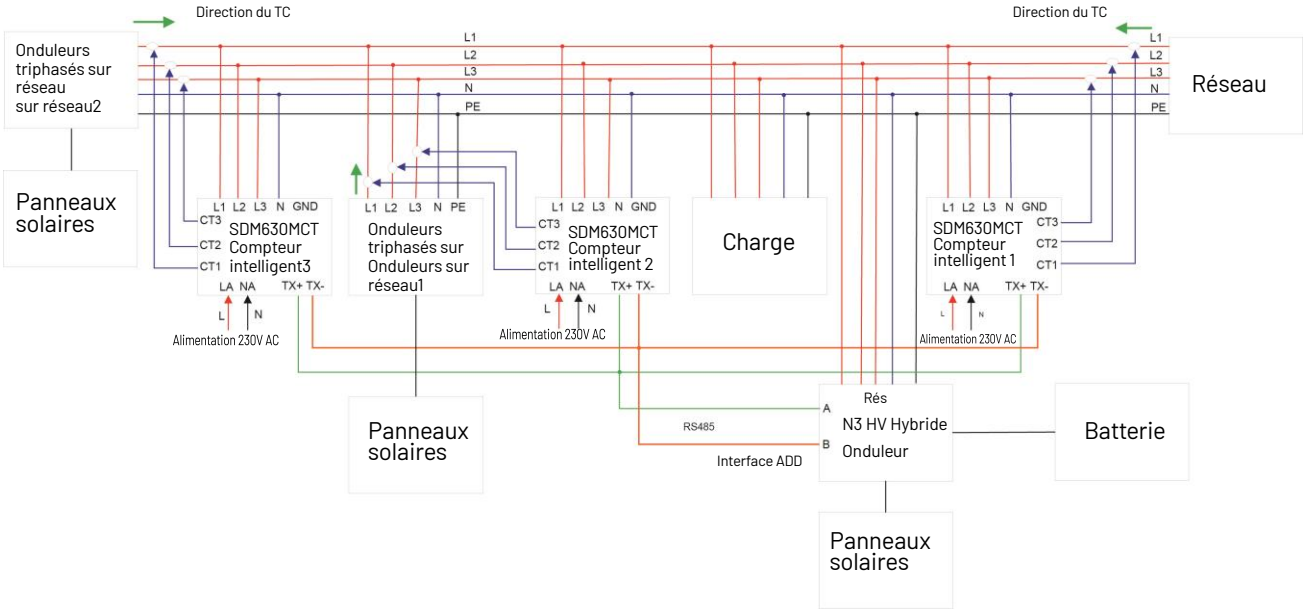

Figure 5-28 Connectez deux onduleurs triphasés connectés au réseau
4) Connectez deux onduleurs triphasés connectés au réseau (figure 5-28): vous devez définir l'adresse locale sur "001" sur l'écran de l'onduleur, l'adresse Meter1 sur "001", l'adresse Meter2 sur "002" et l'adresse Meter3 sur "003". L'adresse de meter1 doit être dé finie sur « 001 », de meter2 sur « 002 » et de meter3 sur « 003 ».